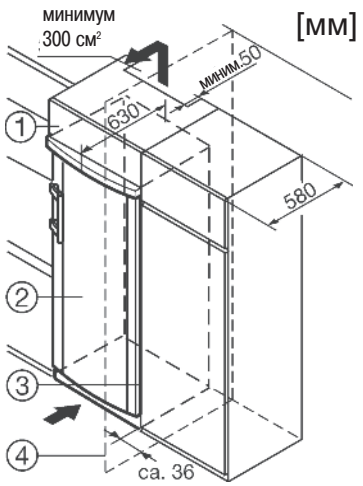

Рис. 7
(1) верхний предмет кухонной мебели
(2) морозильник
(3) боковая панель предмета кухонной мебели
(4) стена
Устройство можно встраивать в предметы кухонной мебели. Для адаптации устройства (рис. 7 (2)) к окружающей кухонной мебели по высоте над устройством можно установить подходящий по размерам верхний предмет мебели (рис. 7 (1)). При установке устройства в стандартный кухонный гарнитур (макс. глубина 580 мм) устройство можно установить вплотную к предмету кухонной мебели (рис. 7 (3)) . Дверь устройства выступает за переднюю поверхность предмета мебели на 34 мм по бокам и на 50 мм в центре устройства. Это упрощает открывание и закрывание двери.
При установке устройства около стены (рис. 7 (4)) между устройством и стеной со стороны расположения петель двери должно оставаться расстояние не менее 36 мм (для защиты ручки от повреждения при открывании двери).